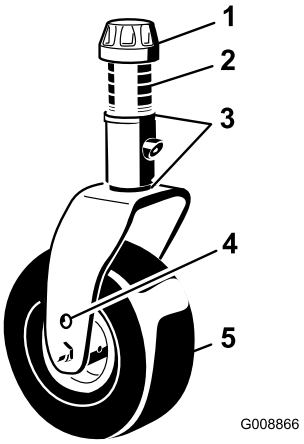

Figur 81
1. Ta bort spännlocket från spindelaxeln och skjut ut spindeln ur svänghjulsarmen (Figur 81).